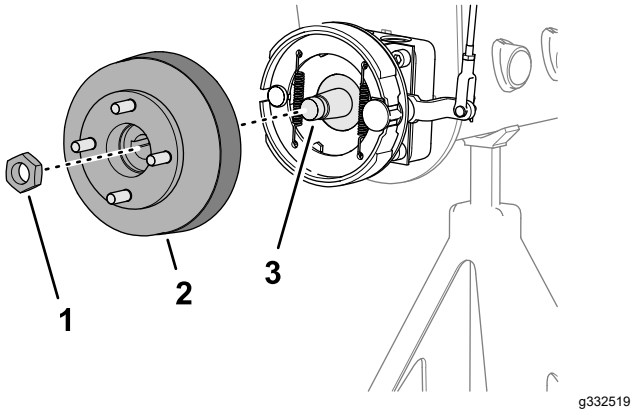
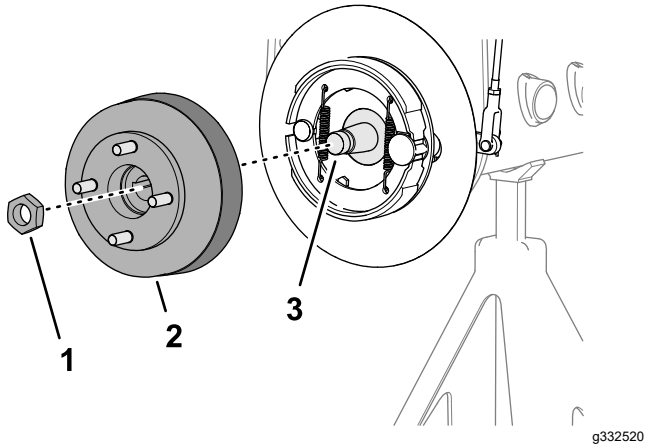

Figuur 77
Figuur 78
1. Verwijder de borgmoer waarmee de naaf aan de wielmotoras is bevestigd (Figuur 77 of Figuur 78).
4. Gebruik de gespecificeerde naaftrekker om de wielnaaf en remtrommel te verwijderen van de wielmotoras (Figuur 77 of Figuur 78).